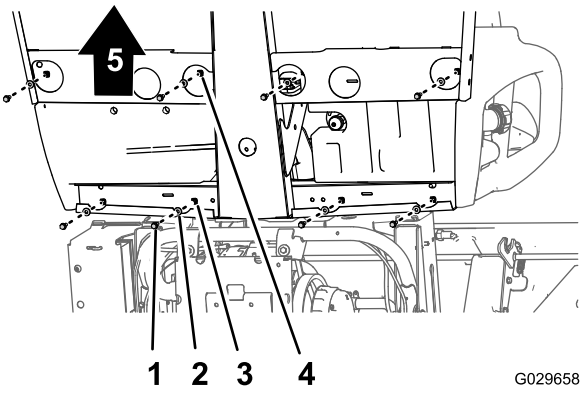
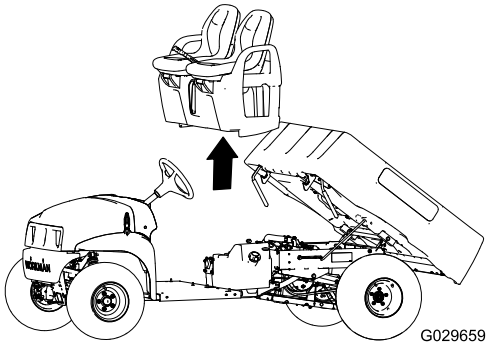

Figur 51
Figur 52
1. Nederst på maskinen, fjern de åtte flenshodeboltene og åtte skivene som fester setebasen til gulvplaten og den bakre førerhuskanalen (Figur 51).
2. Løft setet, setebasen og parkeringsbremsekabelen forsiktig fra maskinen (Figur 51).
1. Løft setet og setebasen opp på maskinen, og innrett bremsekablene med chassiset (Figur 51 og Figur 52).
2. Plasser hullene i setebasen på linje med hullene i gulvplanten og den bakre førerhuskanalen (Figur 51 og Figur 52).